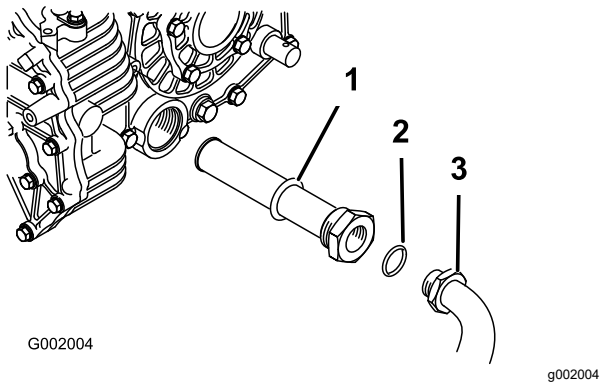

Figur 53
5. Ta bort hydraulslangen och 90-graderskopplingen (Figur 53).